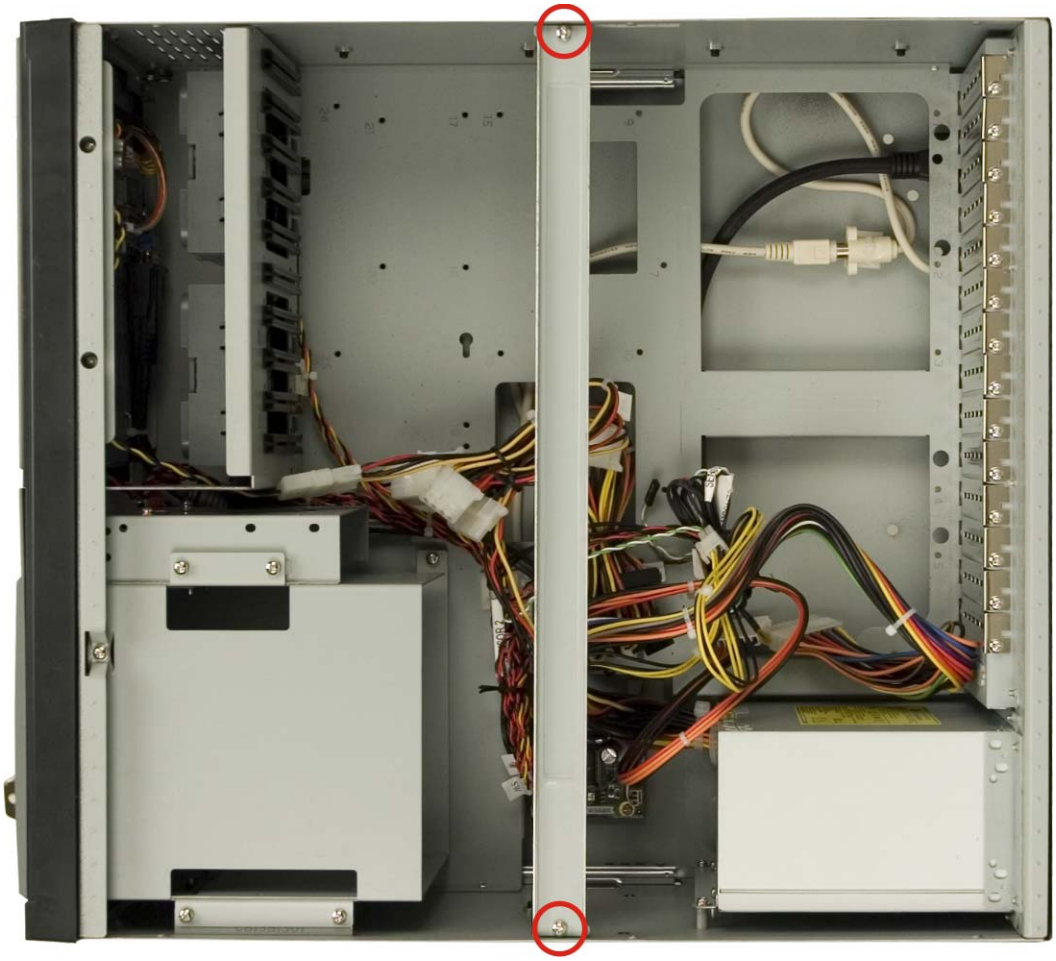

Figure 4-3: CPU Card Clamp Retention Screws
Step 1: Remove four retention screws that secure the CPU card clamp to the chassis (**Figure 4-3**).